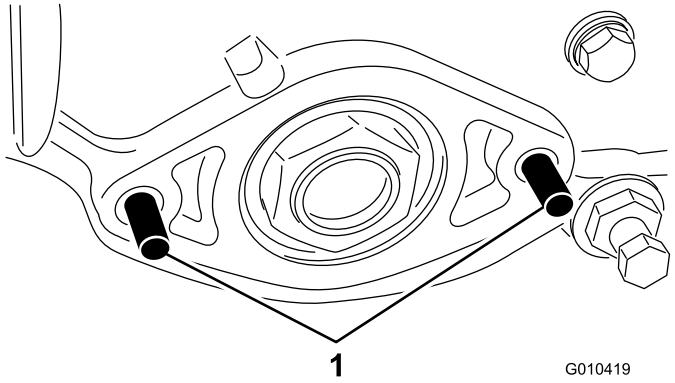

Figura 4
7. Installate 2 bulloni (M8) attraverso la piastra laterale sinistra come mostrato nella Figura 4.